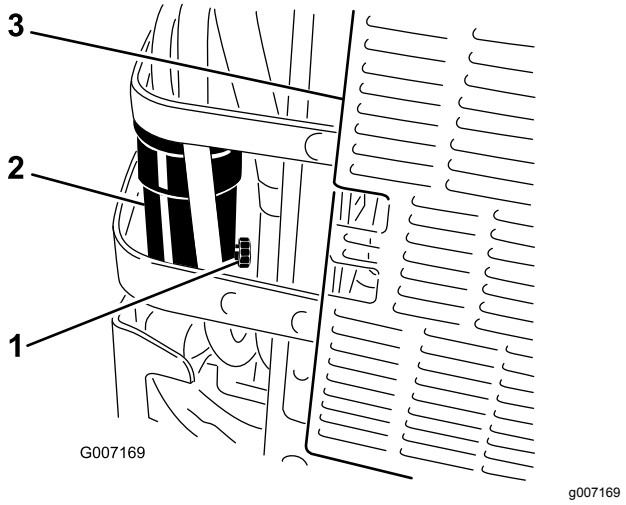

**Figuur 71**
5. Open de aftapklep op de waterafscheider ongeveer één slag om water en andere verontreinigingen weg te laten lopen (Figuur 71).
6. Sluit de aftapklep als er dieselbrandstof naar buiten komt (Figuur 71).